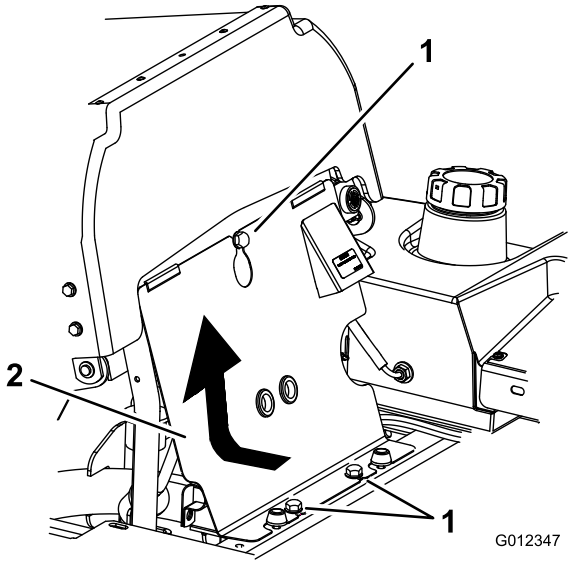

Figuur 44
1. Kantel de stoel naar voren, draai de bouten los en verwijder het frontpaneel van de motor (Figuur 44).